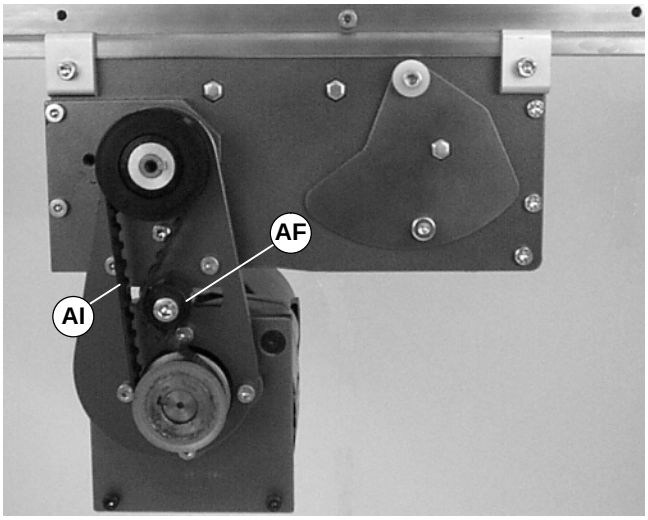

Abbildung 22
4. Spannvorrichtung (AF siehe Abbildung 22) lockern.
5. Zahnriemen (AI siehe Abbildung 22) entfernen.